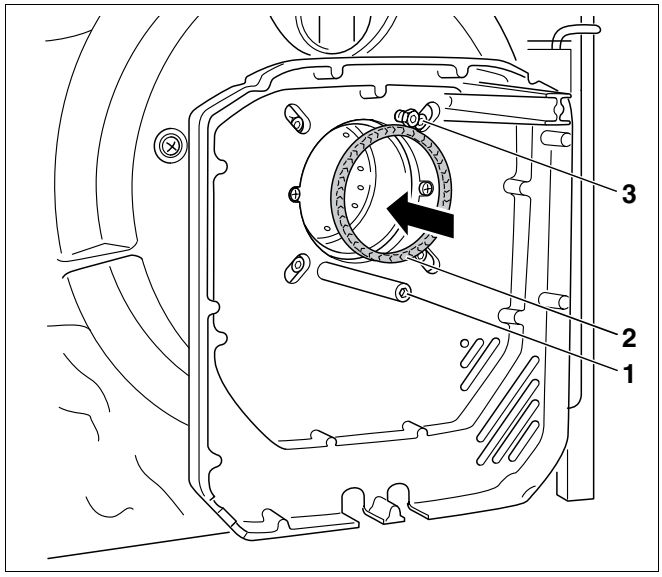

Fig. 53 Per i tipi di bruciatore 17 - 45 utilizzare una guarnizione
- Prima di montare il bruciatore, controllare la guarnizione (fig. 53, **pos. 2**) tra il sistema di miscelazione ed il boccaglio.
- Per i bruciatori tipo 17 - 45 la guarnizione (fig. 53, **pos. 2**) viene inserita nel boccaglio.
- Appoggiare il bruciatore sulle due viti (fig. 53, **pos. 1** e **3**) nella flangia del bruciatore.
- Girare verso sinistra fino all'arresto e poi serrare di nuovo le viti di fissaggio (fig. 53, **pos. 1** e **3**).